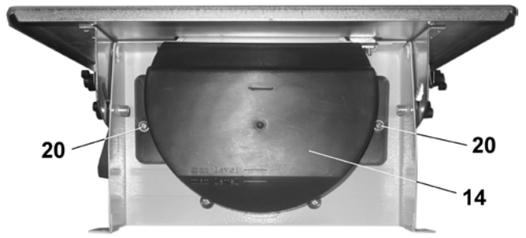

Рис. 5
12.1. Отрезной диск, где режущая часть (напыление) полностью выработалась, подлежит замене. Перед установкой отрезного диска (13) на плиткорез внимательно его осмотрите. На нём не должно быть трещин, сколов. Помните, что отрезной диск (13) достаточно хрупкий. Крайне внимательно обращайтесь с отрезным диском, избегая его ударов и падений, Рис. 5÷7.
12.3. Удерживая гаечным ключом (21) шпиндель (25), вторым гаечным ключом (22) открутите гайку (26) и снимите фланец (23), Рис. 5÷7. Снимите отрезной диск (13). Проверьте рабочие поверхности шпинделя и фланцев. С учётом направления вращения установите новый отрезной диск (13), установите фланец (23) и гайку (26). Удерживая гаечным ключом (21) шпиндель (25), вторым гаечным ключом (22) закрепите гайкой (26) отрезной диск (13), Рис. 5÷7.
12.5. Как показано на Рис.5, установите и закрепите нижний защитный кожух (14).